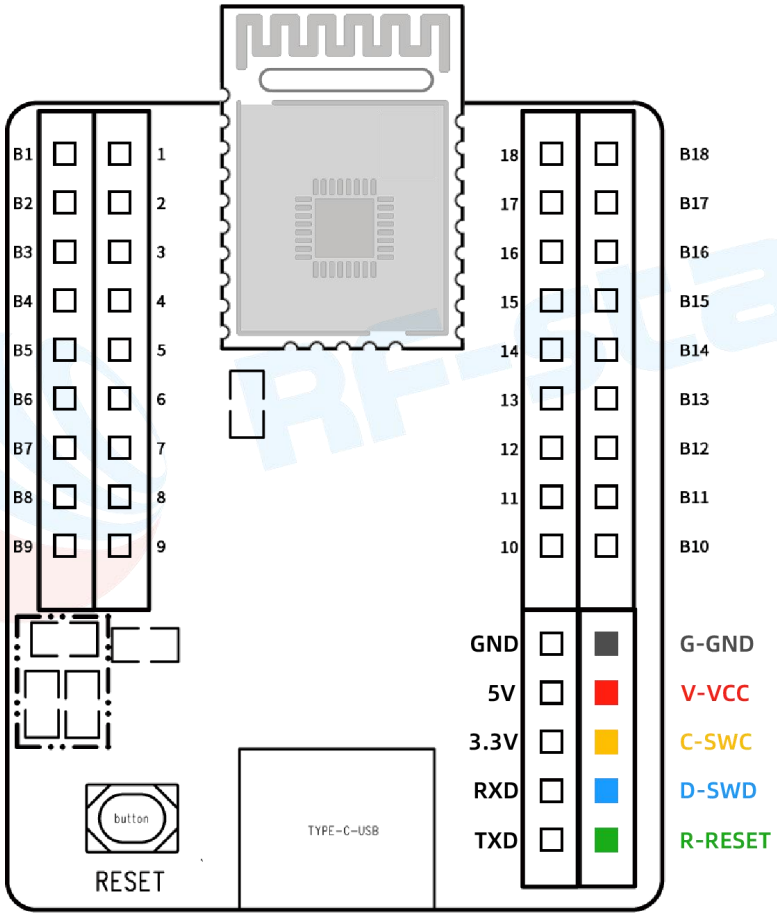

图 3.4.1
BG22A1(I) 、BG22A3(I) 模块的烧录引脚如图 3.4.1 所示，还需将图中所示位置的 5 颗器件去掉（一般出货前默认会去掉）。